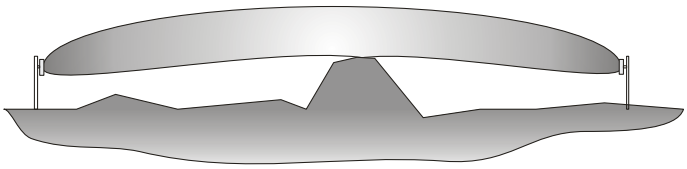

Рис. 10.1
10.1.1 Участок между БПРД и БПРМ изделия должен удовлетворять следующим требованиям: а) поверхность участка должна быть выровнена с точностью ± 0,3 м на отрезке рубежа, где ЗО соприкасается с поверхностью земли. При больших положительных отклонениях верхние кромки препятствий могут образовывать достаточно мощные вторичные источники радиоволн или вообще экранировать БПРМ от БПРД. При ослаблении сигнала уменьшается соотношение сигнал/помеха, что может приводить к снижению периода ложных тревог. На рис. 10.1 показан случай, когда высота препятствия достигает высоты условной осевой линии, проведенной через центры БПРД и БПРМ. ЗО искажается, и образуются возможности для ее бесконтрольного пересечения в положении «согнувшись», б) в чувствительной зоне (см. рис.4.2, 4.4) не должно быть колеблющихся под действием метеофакторов предметов (кустов и растительности, выше 0,3м, ветвей деревьев, калиток, ворот и др.);